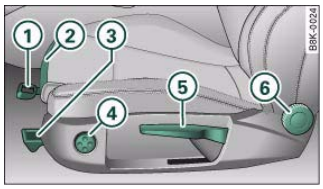

Fig. 72 Adjuster controls on driver's seat
– Lift the lever (1) ⇒ fig. 72 and move the seat to the desired position.
– Then release the lever (1) and move the seat further until the catch engages.
– Pull the lever (3) ⇒ fig. 72 up or down repeatedly (i.e. pump the lever).
– Pull the lever (5) ⇒ *page 70,* fig. 72 up or down repeatedly (i.e. pump the lever).
– Turn the adjuster wheel (6) ⇒ *page 70,* fig. 72 to set the angle of the backrest as required.